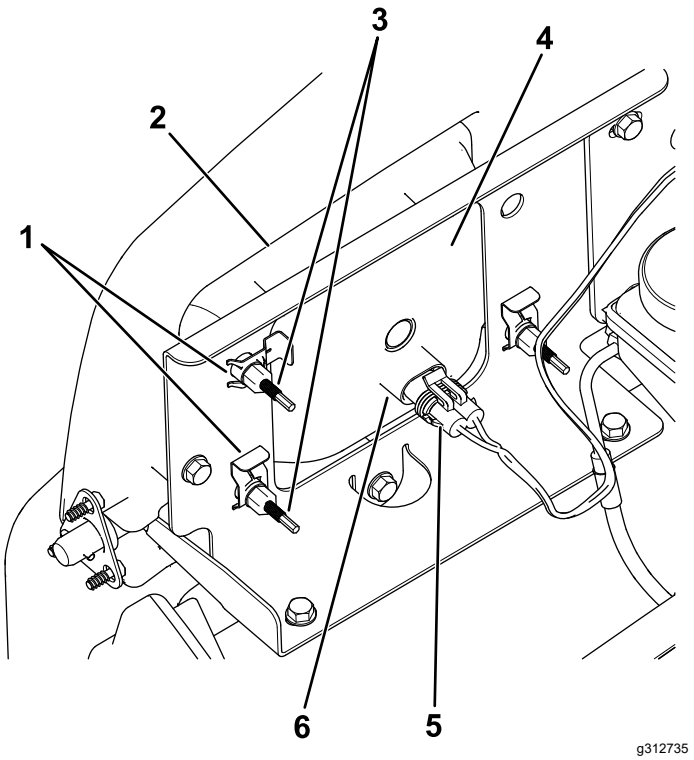

Figuur 49
3. Koppel de elektrische aansluiting voor de kabelboom los van de aansluiting van de lamp (Figuur 49).
4. Verwijder de snelklemmen waarmee de koplamp aan de koplampbeugel is bevestigd (Figuur 49).
5. Verwijder de koplamp door deze naar voren door de opening in de voorbumper te trekken (Figuur 49).
6. Monteer de nieuwe koplamp via de opening in de bumper (Figuur 49).
8. Koppel de elektrische aansluiting voor de kabelboom aan op de aansluiting van de lamp (Figuur 49).
5. Draai achteraan de koplamp de stelschroeven (Figuur 49) om de koplamp te draaien en de straal te richten.